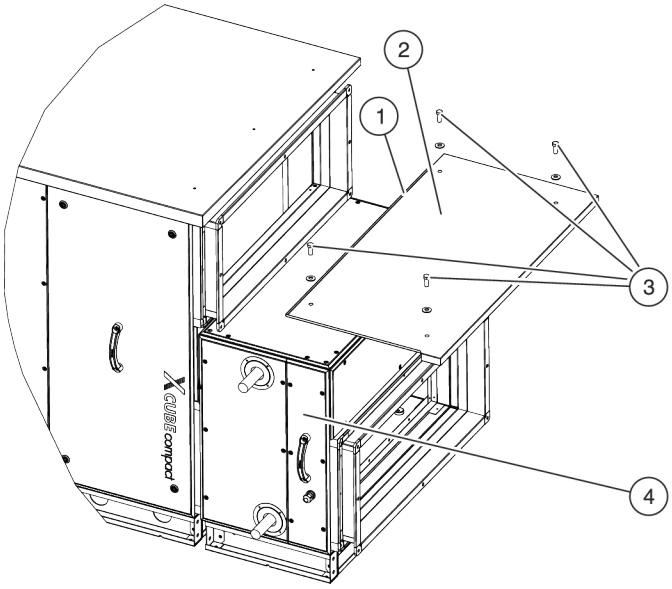

Fig. 23: Roof
1. Attach the seal (Fig. 23/1) between the roof (Fig. 23/2) and the accessory module (Fig. 23/4).
2. Screw the roof (Fig. 23/2) of the accessory module (Fig. 23/4) onto the accessory module (Fig. 23/4) using the four screws (Fig. 23/3).